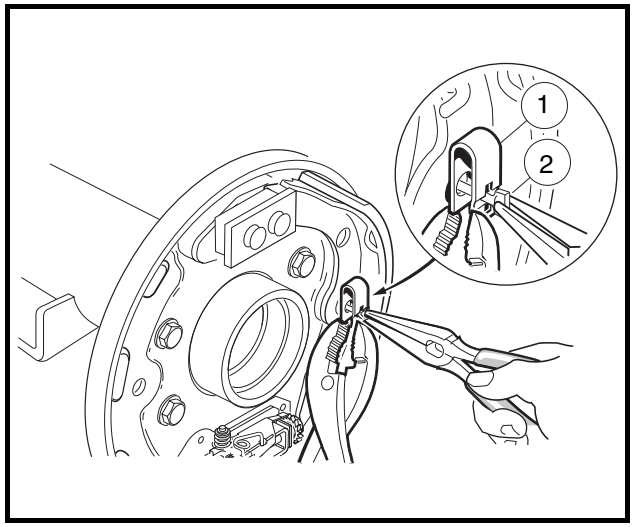

Figure 6-13 Retainer Clip
2. Install the shoe retainer clip (1). Compress clip while turning retainer pin (2) into position **(Figure 6-13, Page 6-6)**.